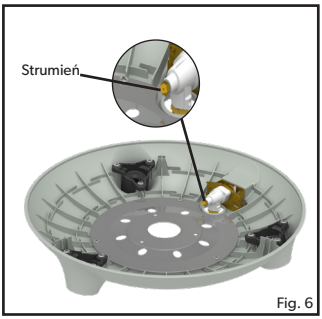

Fig. 6
- **Aby wymienić dyszę**: Usuń wszystkie luźne powierzchnie, jak również tackę i nóżki z urządzenia. Odwróć podstawę palnika i wykręć 3 śruby z dolnej pokrywy (rys. 4), aby oddzielić podstawę palnika od zespołu palnika (rys. 5). Odłącz przewód piezo, uważając, aby go nie uszkodzić i wyjmij zespół palnika z korpusu podstawy palnika, aby odsłonić dyszę (rys. 6). Strumień można teraz usunąć za pomocą odpowiedniego klucza. Nie używaj szczypiec, ponieważ może to uszkodzić strumień, czyniąc go bezużytecznym lub niemożliwym do usunięcia. Wkręć nową dyszę do zaworu. Nie dokręcaj zbyt mocno, ponieważ może to spowodować uszkodzenie urządzenia.